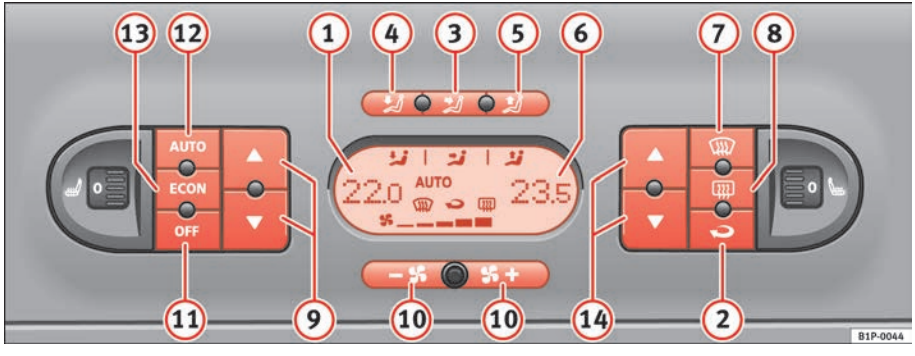

Fig. 109 On the dash panel: 2C Climatronic controls
– Press the temperature control buttons ⇒ page 142, fig. 109 (9) or (14) in order to adjust the temperature on the left hand side or the right hand side respectively.
– Press the button AUTO ⇒ page 142, fig. 109. "AUTO" is shown on the display. ▶